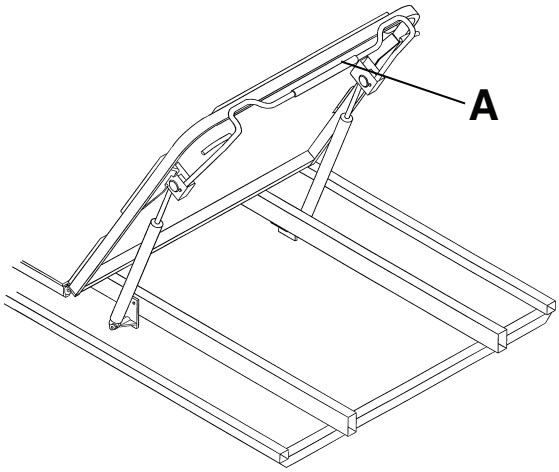

Abbildung 5 – Pneumatische Rückenlehne (Fowler)
Zum Anheben der Rückenlehne (Fowler) den roten Entriegelungsgriff (A) der Rückenlehne (Fowler) drücken und die Rückenlehne (Fowler) in die gewünschte Position hochziehen (Abbildung 5).